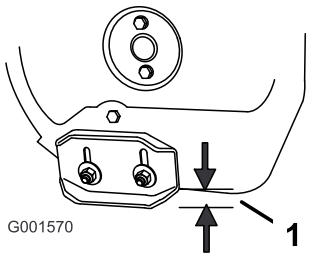

**Figure 42**
2. Loosen the nuts that secure both skids to the auger sides until the skids slide up and down easily (Figure 42).